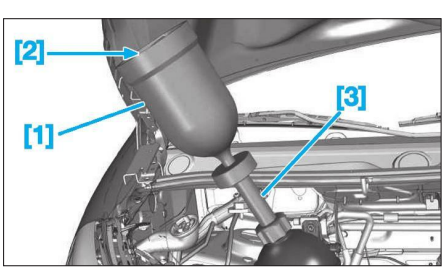

**Fig. 24**
• Placer les outils [1], [2] et [3] sur le vase d'expansion **(Fig.24)**.